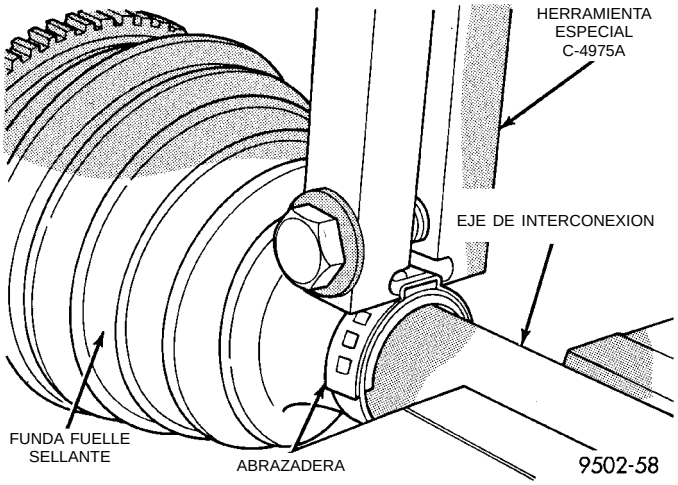
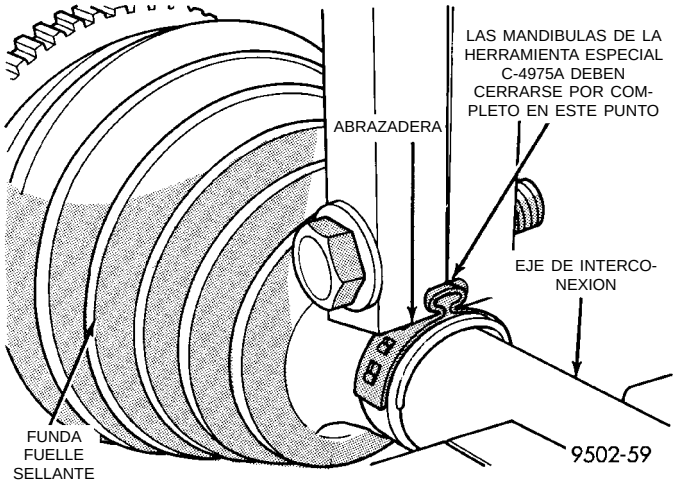

Fig. 35 Herramienta plegadora instalada en la abrazadera de la funda fuelle sellante
Fig. 36 Abrazadera de retención de la funda fuelle sellante instalada
(7) Inmovilice con la abrazadera la funda fuelle sellante en el eje de interconexión utilizando un plegador, Herramienta especial C-4975-A, y el procedimiento siguiente. Coloque la Herramienta plegadora C-4975-A sobre el puente de la abrazadera (Fig. 35). Apriete la tuerca de la Herramienta plegadora C-4975-A hasta que se cierren por completo sus mandíbulas y queden unidas, cara a cara (Fig. 36).